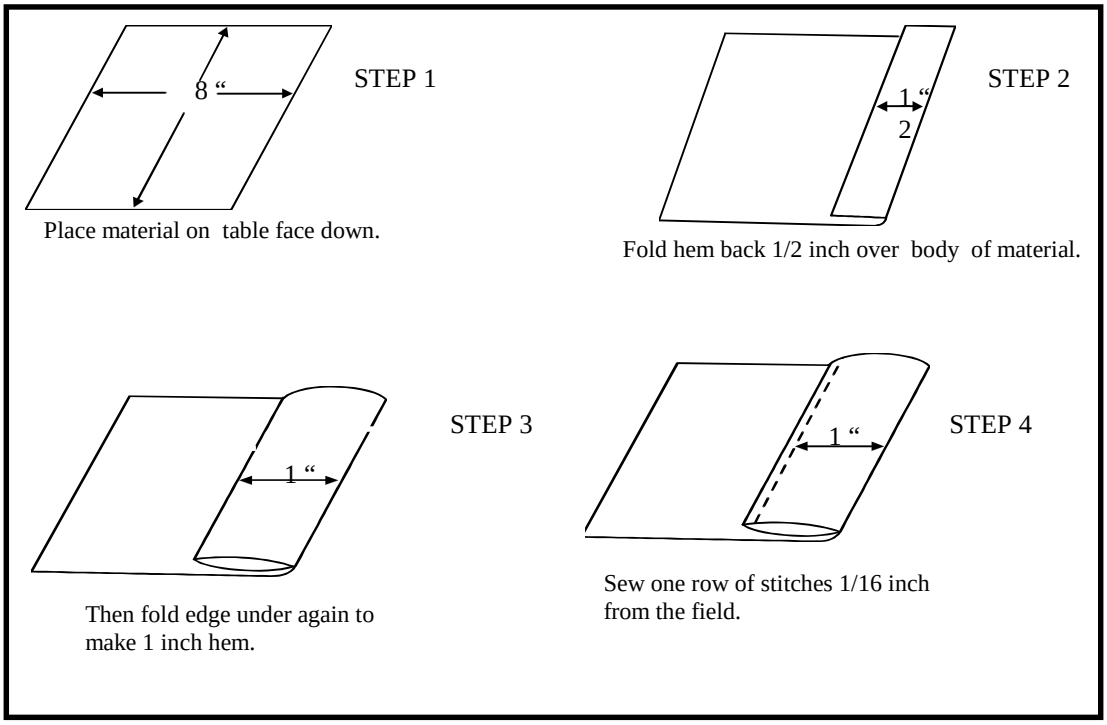

Figure 3-9. Seam type 1
b. Seam Type 1. Seam type 1 (Figure 3-9) is a hemming seam. It is used to put a machine-sewn hem in garments such as shirts and trousers. This seam is used when the garment does not need a deep or hidden hem. It is also used to put a simple finished seam edge on sheets and pillowcases and many other textile items. To make seam type 1--
(1) Place a piece of material 8 inches by 8 inches on the table face up.
(2) Mark the face side of the material 1 1/2 inches from the edge (on the 8-inch edge), a straight line across the length of material.
(3) Make the second line 1/2 inch from the edge across the length of the material.
(4) Fold the material on the first mark made 1 1/2 inches from the edge.
(5) Fold the material on the first mark made forming a hem. (The overall width of the hem when folded should be 1 inch at this time.)
(6) Place the material on the machine keeping the material folded.
(7) Starting on the end of the hem and on the 1/2-inch turn under, sew a row of stitches 1/16 inch from the folded edge, the length of the hem. Each end of the stitch line should be tacked.
(8) Press the material flat with an iron.